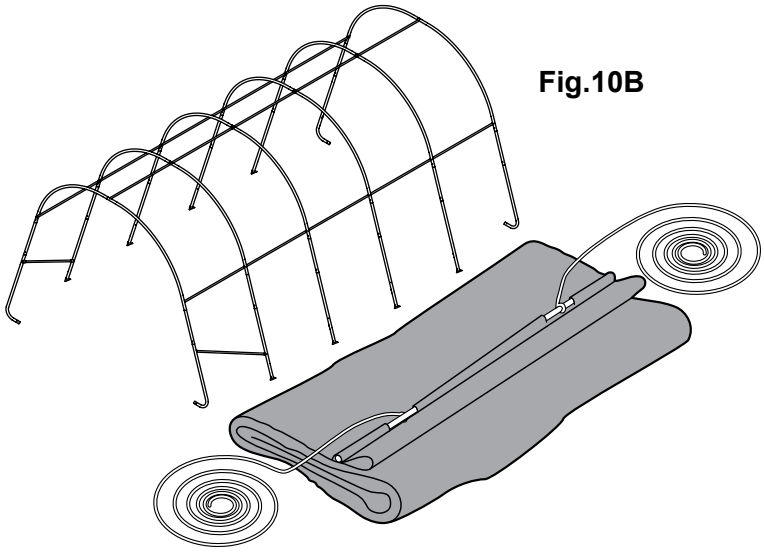

Fig.10B
B. Repliez le côté le plus proche de l'armature, de sorte que le fourreau pour tuyau soit accessible. Insérez un tuyau de toile à la première nervure centrale à partir de l'avant et à la première nervure centrale à partir de l'arrière, de sorte que les deux extrémités du tuyau soient insérées dans le fourreau et que le centre du tuyau soit exposé. Pour un abri allongé, il pourrait s'avérer nécessaire d'utiliser des tuyaux additionnels au centre (fig. 10B).